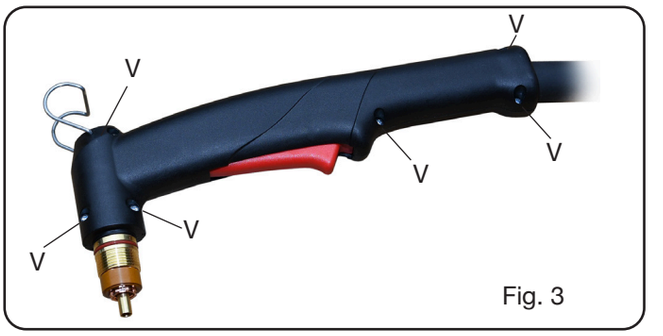

Fig. 3
- Svitare le 6 viti **V** di Fig.3 e togliere l'impugnatura sinistra.
- Svitare le 6 viti **V** di Fig.3 e togliere l'impugnatura sinistra sx. Con riferimento alla Fig.4, sollevare il corpo torcia con cavo e disconnettere la connessione **A** del cavo torcia (pulsante) e la connessione **B** (arco pilota).